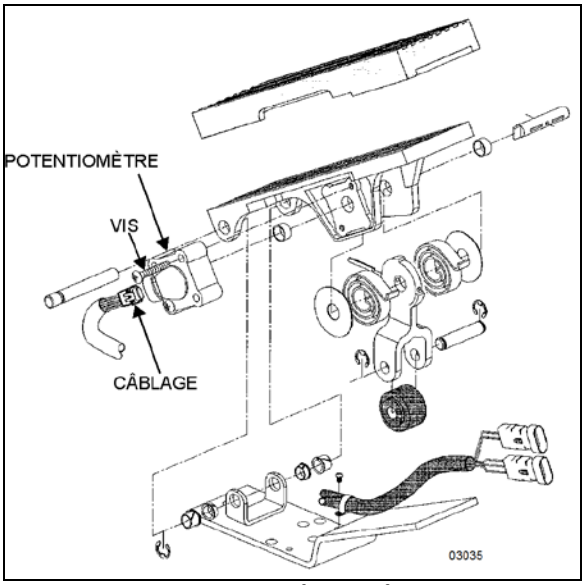

FIGURE 34 : ENSEMBLE DE PÉDALES ÉLECTRONIQUES
3. Jeter le potentiomètre (Figure 34).
4. Placer le nouveau potentiomètre. Pousser le potentiomètre sur l'axe du potentiomètre, en faisant correspondre les découpes dans l'axe aux languettes d'entraînement du potentiomètre. Appliquer une pression de la main jusqu'à ce que le potentiomètre touche le fond du logement. Reposer les vis (Figure 34) et serrer juste assez pour fixer le potentiomètre.